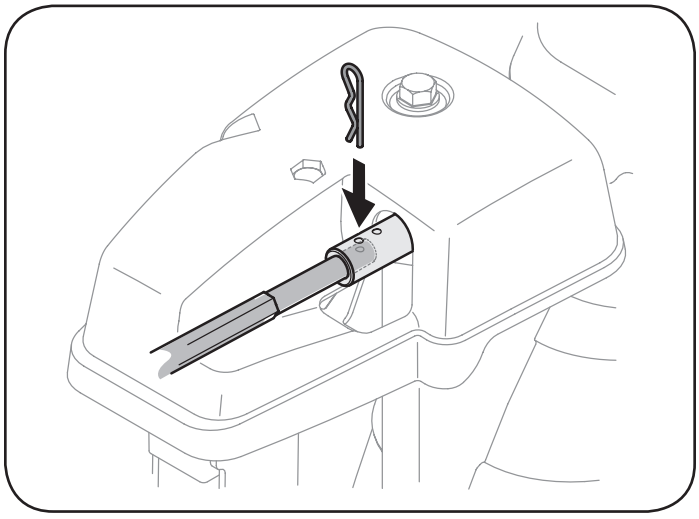

Figura 64
1. Retire el pasador de chaveta del orificio más cercano al conjunto del canal sobre el montaje de rotación del canal. Vea la Figura 64.